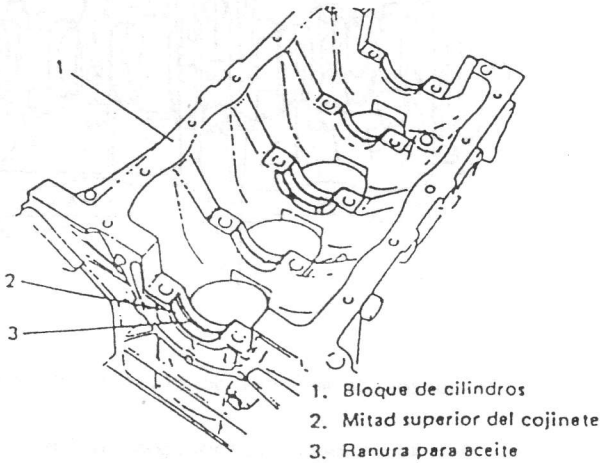

Fig. 3-5-42 Instalación de la mitad superior del cojinete
- La mitad superior del cojinete posee una ranura para aceite según lo ilustrado en la Fig. 3-5-42. Instale esta mitad con la ranura para aceite en el bloque de cilindros.